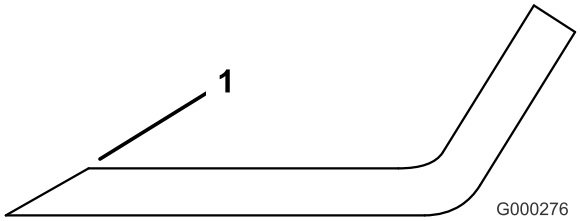

Figuur 83
1. Gebruik een vijl om de snijranden aan beide uiteinden van het mes te slijpen (Figuur 83). Houd daarbij de oorspronkelijke hoek in stand. Het mes blijft in balans als u van beide snijranden dezelfde hoeveelheid materiaal verwijdert.